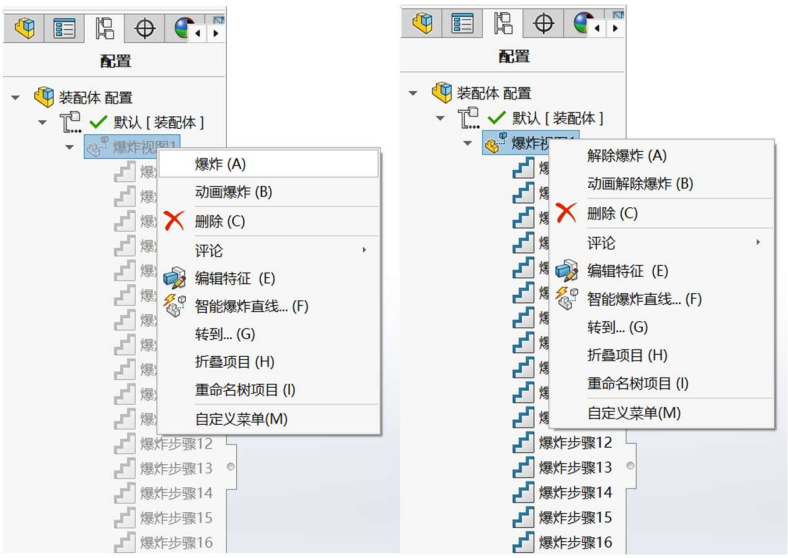

图 15 显示/解除爆炸状态
③后续操作：其它步骤也类似地进行设定即可，直到所有爆炸路径的设定都完成后，点击爆炸页面上的“对勾” 按钮，完成爆炸路径的建立。
⑥注意事项：需要考虑的是爆炸是装配的逆过程，因此需要考虑拆除零件顺序以及方法的合理性。如果点击“确认”后，发现找不到已经完成的爆炸图，不要着急，将左侧的设计树切换到 ConfigurationManager 界面 ，即可找到。）
⑦查看爆炸视图：右击生成的爆炸视图，选择“爆炸”或“解除爆炸”选项，即可显示或解除爆炸状态，如图 15 所示。
⑤另一种动画方法：在 ConfigurationManager 界面，右键爆炸视图，选择动画爆炸或动画解除爆炸，即可观看相应的动画（如图 15 所示）。（该方法简单快捷，但无法自由调节动画播放时间。）
⑥与运动仿真分析的步骤类似，保存算例和已经生成的动画。